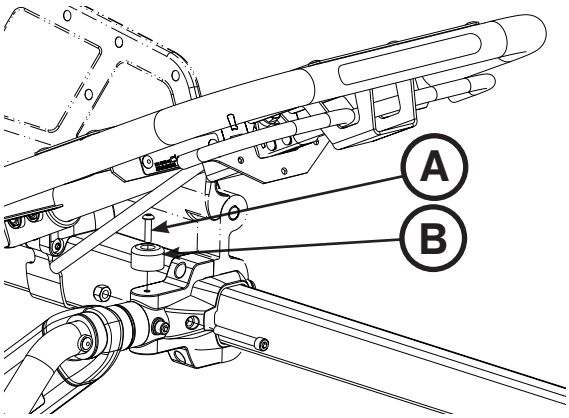

Figura 81
3. Com uma chave T25 Torx, remover o parafuso de cabeça de tremoço (A) e o amortecedor preto (B) no lado onde a grade lateral estiver a ser substituída (Figura 81). Retirar o parafuso e o amortecedor e guardar para reinstalação.